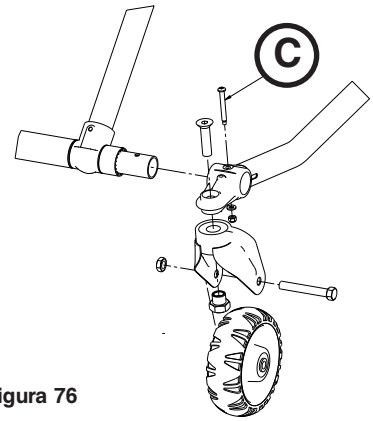
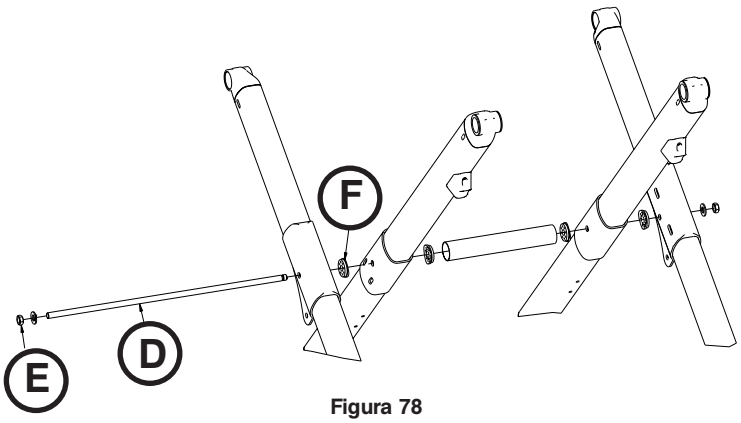

Figura 76
Figura 78
4. Com uma chave combinada de 3/8” e de 7/16”, retirar os quatro parafusos de montagem dos rodízios (C) que fixam os conjuntos de tubos de elevação exteriores nos tubos da base do pé (Figura 76).
5. Com duas chaves combinadas de 9/16” e um martelo sem retrocesso, retirar a haste de ligação da base (D) e a contraporca de fixação central sextavada (E).
Nota: Guardar os rolamentos (F) que se soltarem. (Figura 78).